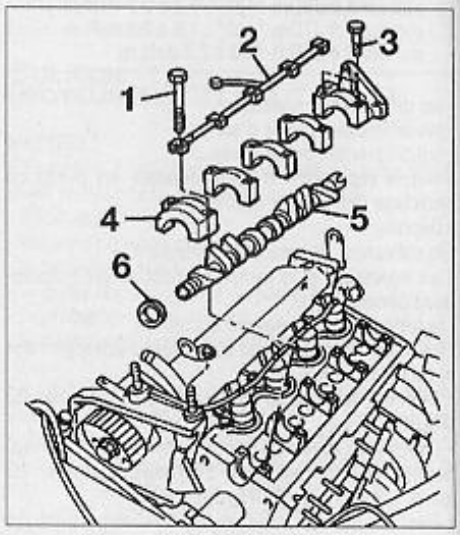

FIG. 43
• Déposer les vis (1) et déposer le tuyau de lubrification des paliers d'arbre à cames (2) **(Fig.43)**.